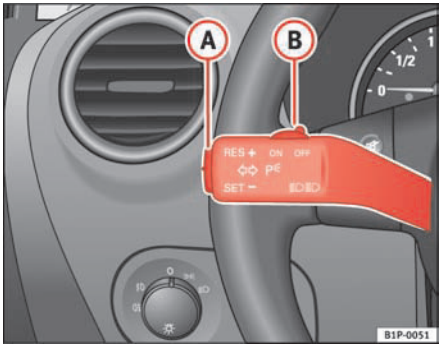

Fig. 126 Turn signal and main beam lever: switch and rocker switch for CCS
- when the lever (B) is pressed in the direction of **OFF** without engaging fully.
To resume the cruise control, release the brake or clutch pedal or reduce the vehicle speed to less than 180 km/h and press once on the upper part of the rocker switch **RES** ⇒ fig. 126 (A).